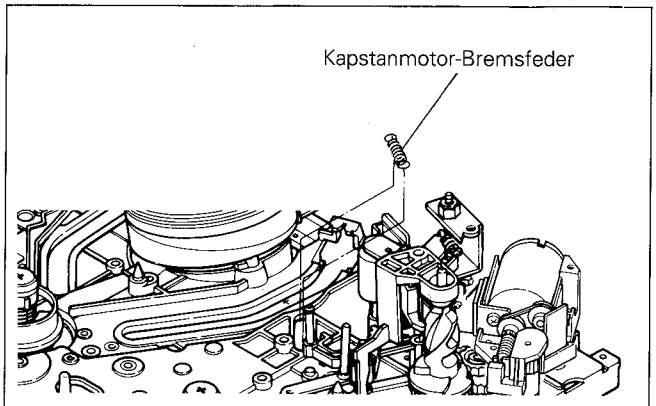

Abb. 2-14-1 F0D036
2-14-1 Ausbau (siehe Abb. 2-14-1)
A. Sicherstellen das der Funktionsschalter in der Position Eject steht. Die Chassis PCB mit den fünf Schrauben befestigen und die Leitungen am FE Kopf anlöten. (Siehe Abb. 2-14-1)
F. Die Kapstanbremsfeder zwischen Kapstanbremse und Laderadarm auf der Oberseite des Chassis einsetzen. (Siehe Abb. 2-14-1)